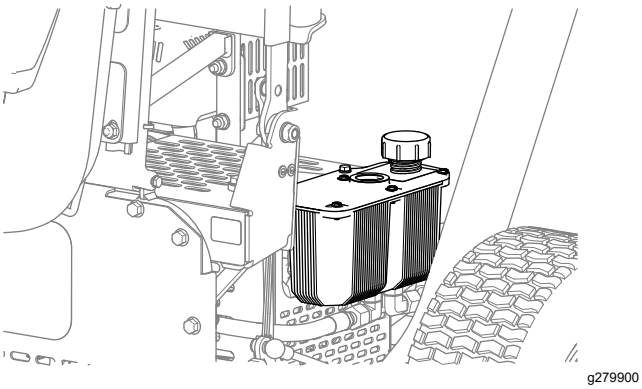

Figur 39
2. Fjern hydraulikbeholderens dæksel (Figur 39).
4. Sæt beholderens dæksel på (Figur 39).